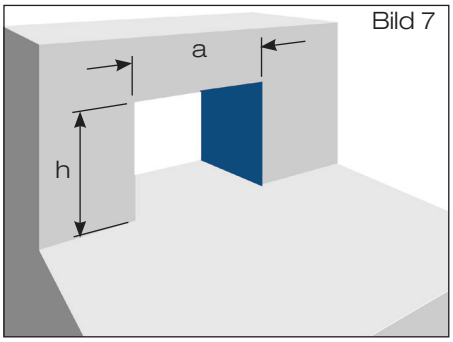

Bild 7
2.7 Attikadurchbruch nach Tabelle 1 erstellen (Bild 7).